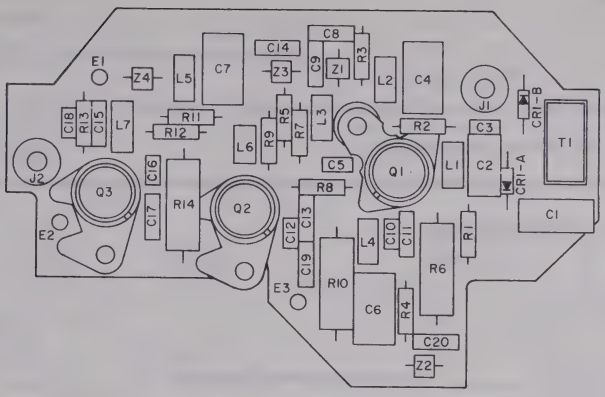

Figure 4-245. Circuit card assembly 33A2A2A1 or 34A2A2A1, parts location.
d. Voltage and Resistance Measurements (fig. 4-245).